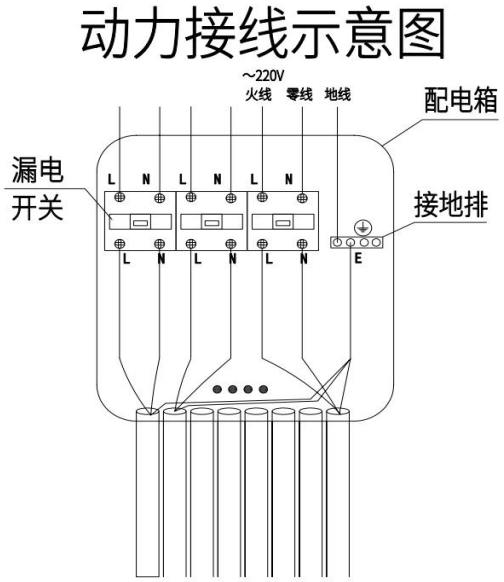

图 12
6、十台设备的火线统一敷设至配电箱接线，通讯线在柜内并联，零线、火线接配电箱漏电保护开关负载端，地线连接接地排，如图 12。